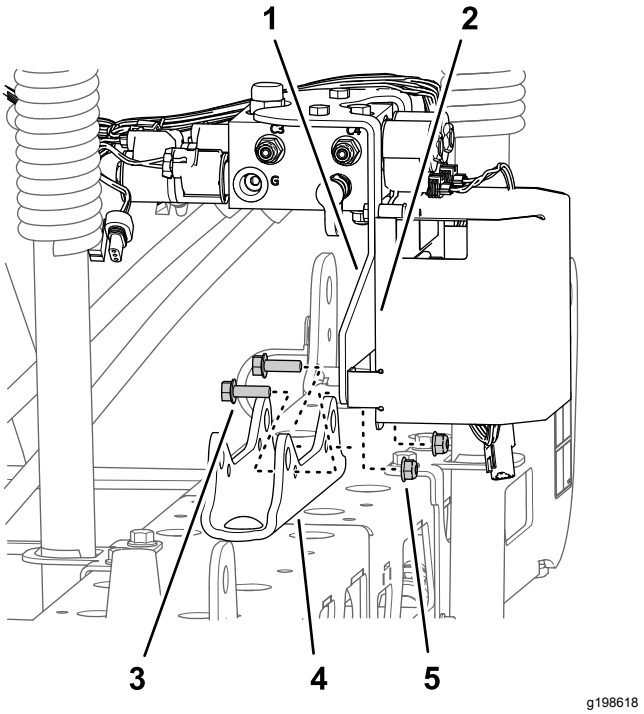

Figur 44
- **For maskiner med det valgfri ultrasoniske bomnivelleringssæt:** Afmonter de 2 flangelåsemøtrikker (5/16 tomme) og 2 flangehovedbolte (5/16 x 1 tomme), der fastgør sektionløftemanifoldens støttebeslag og TEC-styreenhedens beslag til cylinderbeslaget, og adskil manifolden og beslaget fra cylinderbeslaget (Figur 44).